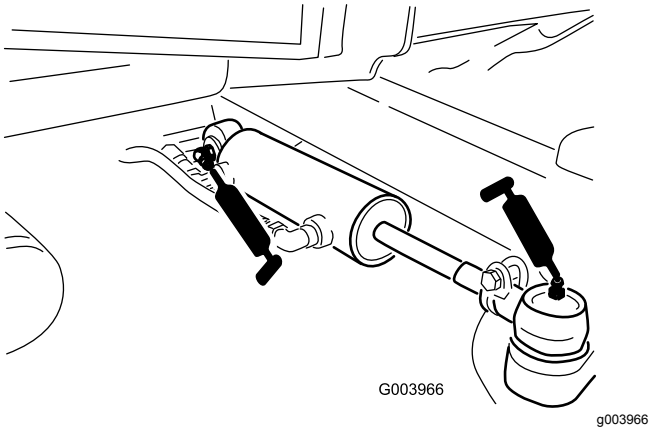

**Figur 70**
- Styrcylinderns kulleder (2) (Figur 70)